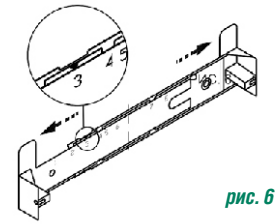

рис. 6
6.3 Крепление кронштейна к стене (рис. 6, 7).
- прежде чем прикрепить кронштейн к стене, необходимо выставить его на нужный размер (равный ширине верхней фальштрубы) (рис.6). Увеличьте размер кронштейна (если это необходимо) и установите фиксатор напротив цифры, соответствующей Вашей вытяжке (см табл.3, графа N).